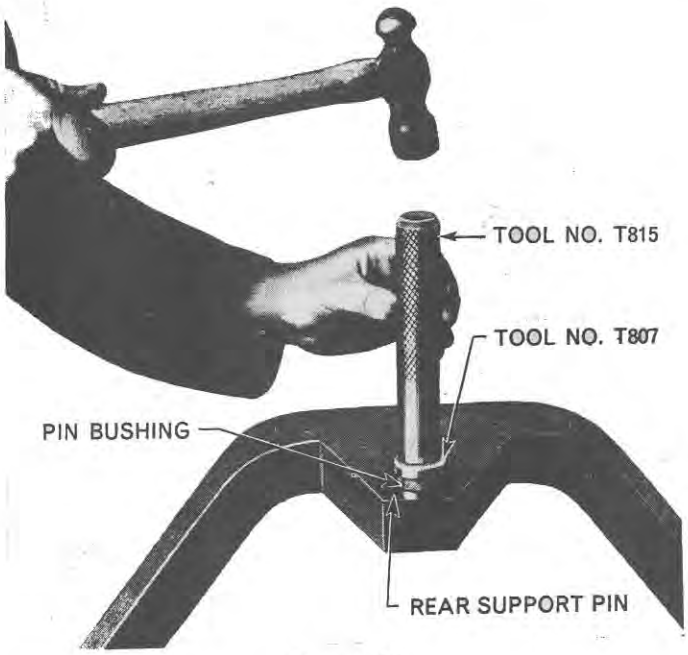

Figure 17
10. Install the hub retaining washer on the wheel spindle, locating the tab with the keyway in the spindle, Figure 17.
1. Inspect the centre axle assembly support pin bushes for excessive wear or scoring. If necessary to renew the rear bushing use Tool Nos. T815 and T807 to remove and install the bushing, Figure 17. To renew the front bushing drift out the grease retaining plug. Remove the bushing from the centre axle assembly, make sure that the bushing bore is not damaged. Install the new bushing using Tool No. 630–S step adaptor. Install the bushing grease retaining plug.